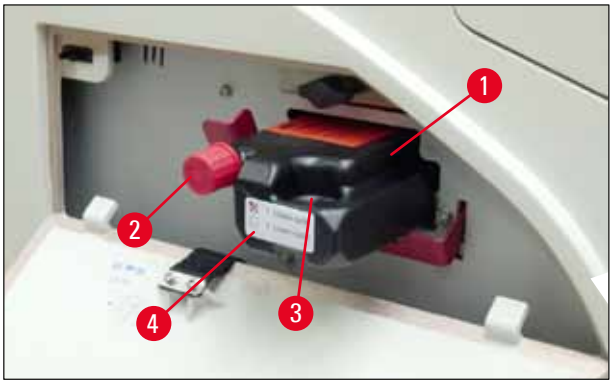

Fig. 57
3. Quite la lámina de protección e inserte el cartucho hasta la mitad en la ranura (→ "Fig. 57").